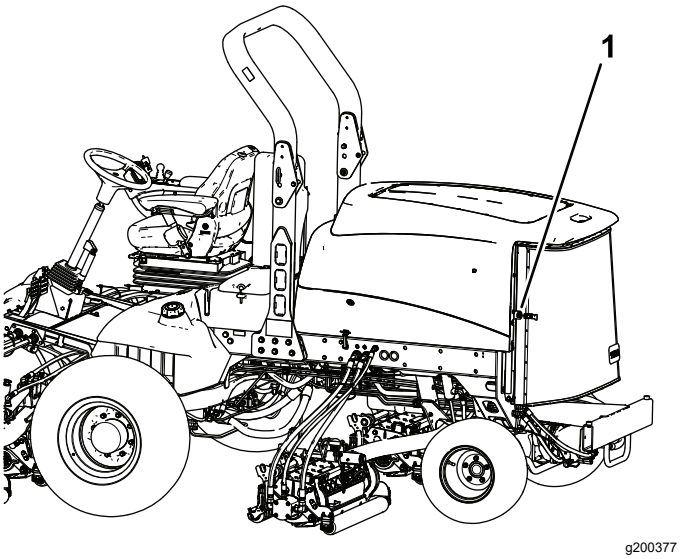

Figur 113
2. Lås opp og sving bakre skjerm åpen (Figur 113).